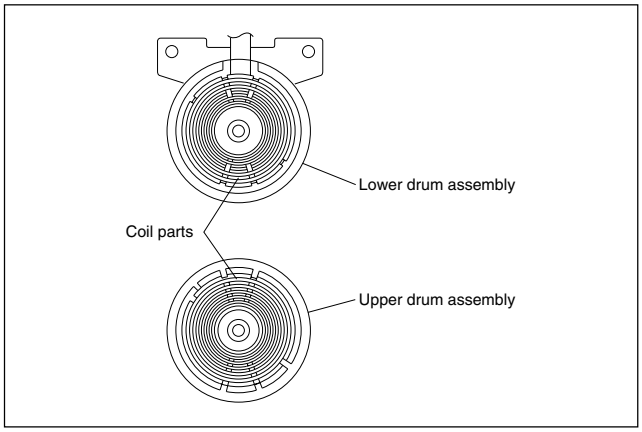

Fig. 2-2-25b
(1) Clean the coil parts of the lower drum assembly and the newly installed upper drum assembly with an air brush in advance. (See Fig.2-2-25b.)